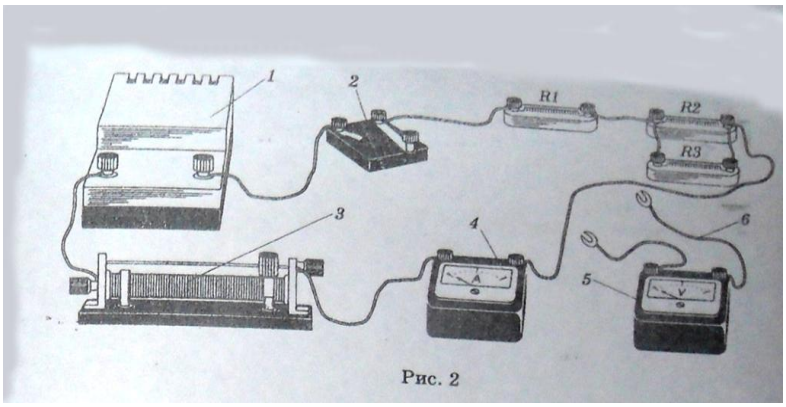

Рис. 2
Электрическая цепь для изучения характеристик смешанного сопротивления проводников состоит из источника питания 1 (рис. 2), к которому через ключ 2 подключены реостат 3, амперметр 4 и смешанное соединение трёх проволочных резисторов R_1, R_2 и R_3 . Вольтметром 5 измеряют напряжение между различными парами точек цепи. Последующие измерения силы тока и напряжения в электрической цепи позволяют проверить соотношения (1) – (4).
1. Соберите электрическую цепь (см. рис. 2).
9. Проверьте справедливость формул (3) и (4).